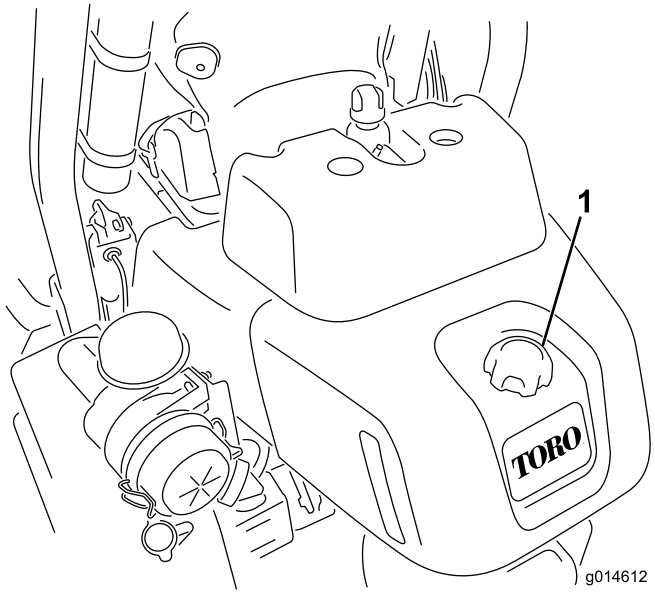

Figur 29
1. Rengør området rundt om brændstoftankens dæksel (Figur 29).